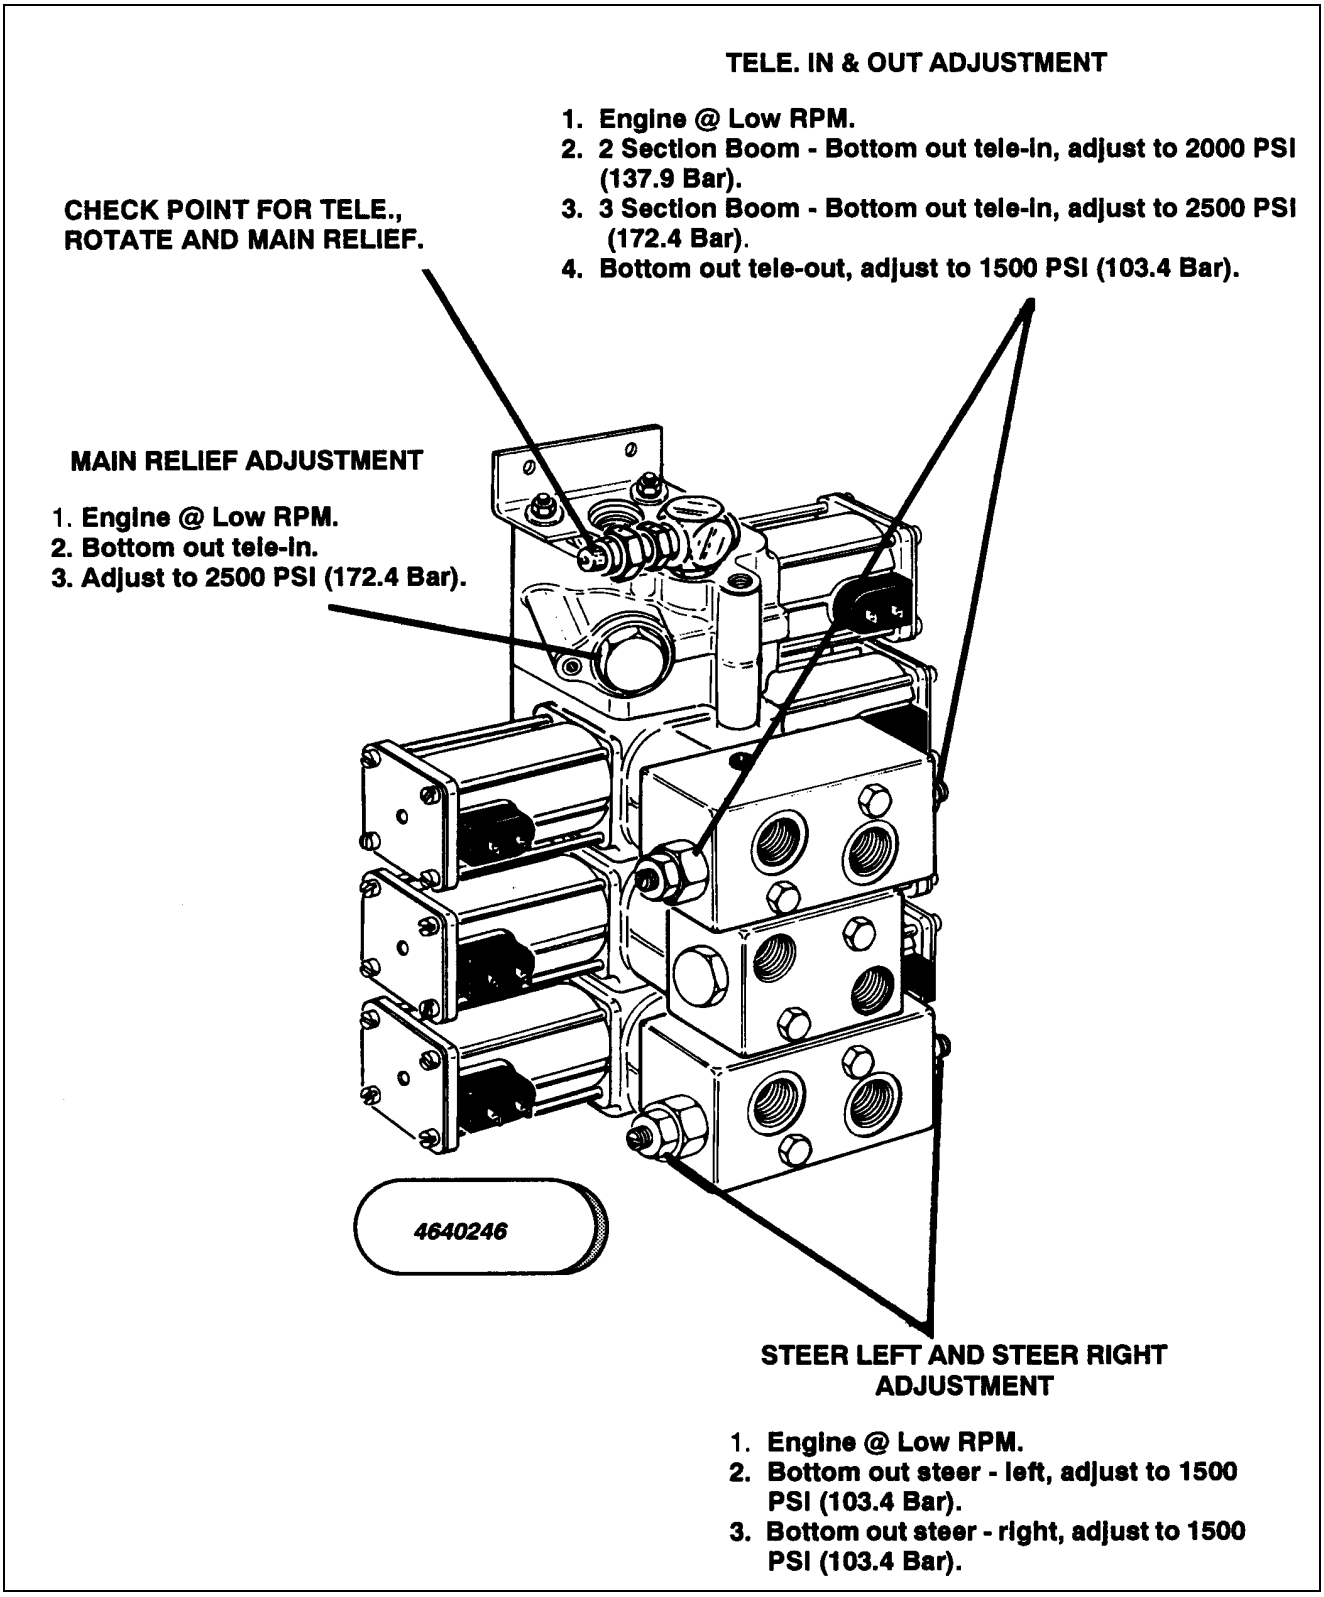

Figure 2-22. Solenoid Valve Pressure Settings. (Machines Built Prior To 1992 With Steering Wheel)
d. Solenoid Valve Pressure Settings Machines Built Prior To May 1992 With Steer Wheel are shown in Figure 2-22.